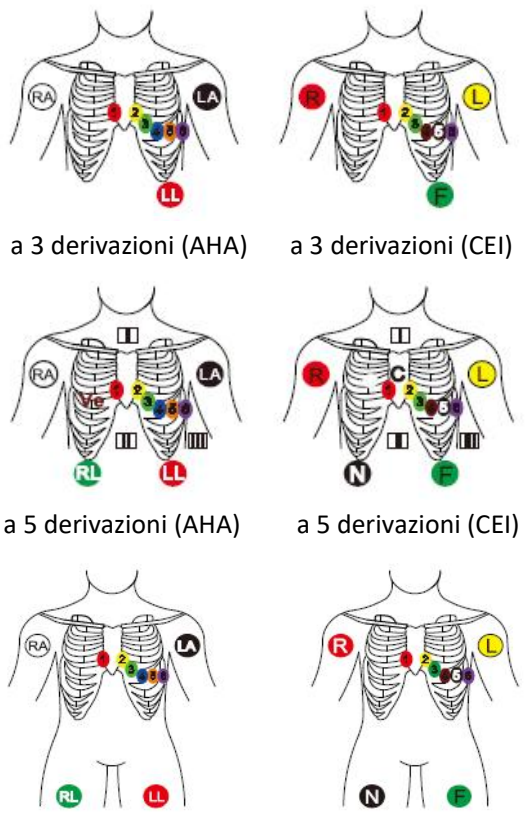

Figura 1 Posizionamento degli elettrodi
1. Per il corretto posizionamento degli elettrodi sul paziente, fare riferimento alla Figura 1.